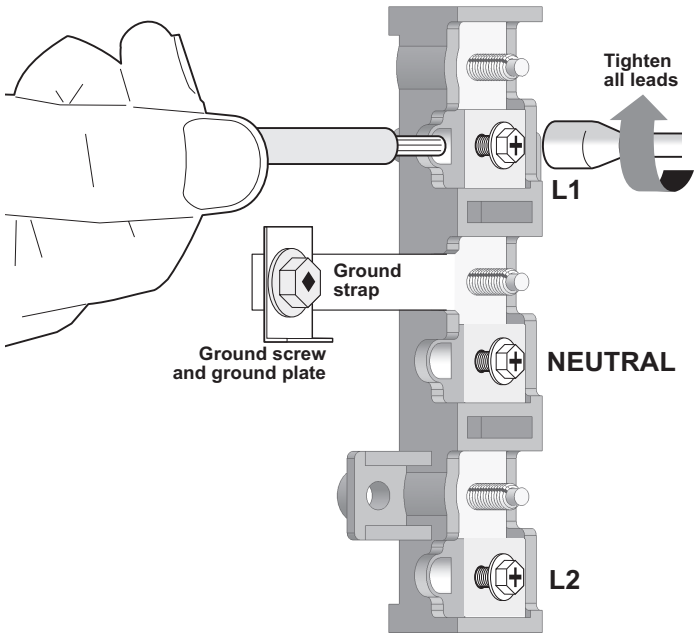

Fig. 16
1. Strip insulation away from the ends of the permanent wiring for Line 1, Line 2, Neutral (also strip ground wire on 4-Wire Connections). Tighten all wire leads to the terminal block (Follow wire locations shown in Fig. 16). IMPORTANT NOTE: DO NOT LOOSEN the factory installed nut connections which secure the range wiring to the terminal block. Electrical failure or loss of electrical connection may occur if these nuts are loosened or removed.